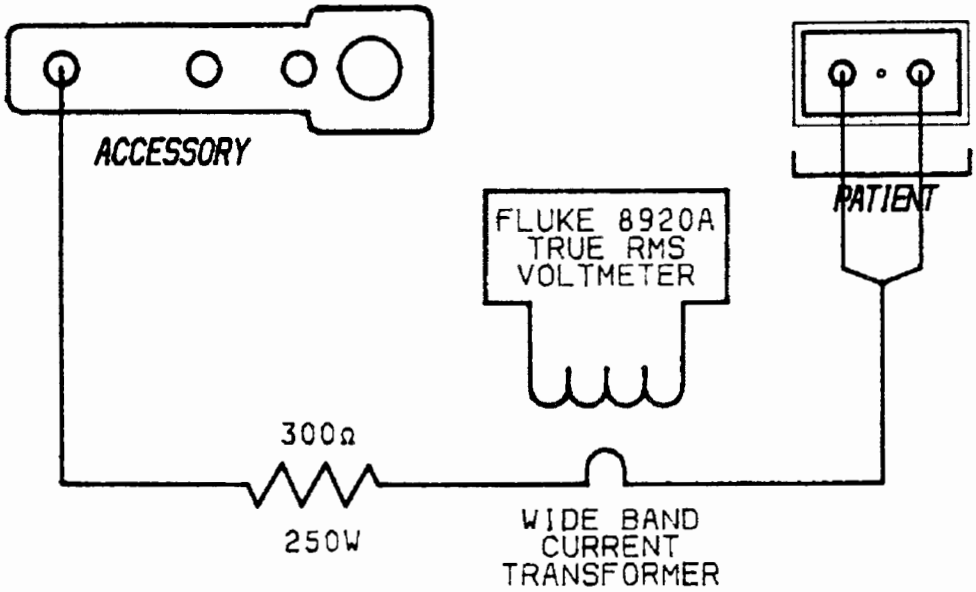

Figure 10.1 Monopolar Output Test Circuit
1. Set up test equipment as shown in Figure 10.1 to test radio frequency output power.